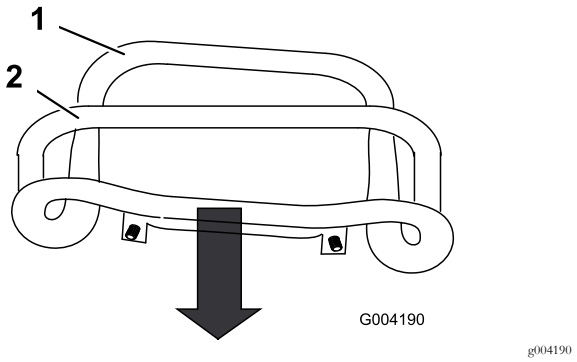

**Rysunek 54**
3. Pociągnij dźwignię sterowania zespołem jezdnym prosto do tyłu, aby przód dźwigni sterowania stykał się z drążkiem wzorcowym (Rysunek 54).